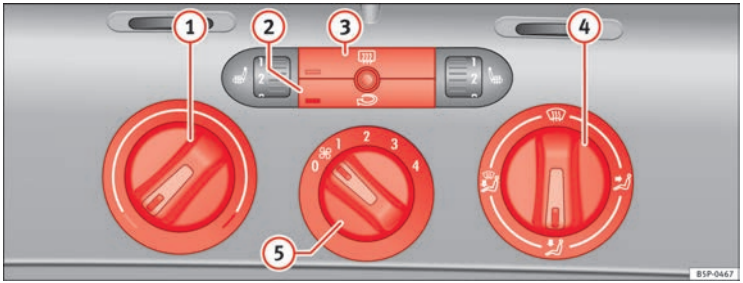

Fig. 125 Heating controls on the dash panel
– Using the controls ⇒ fig. 125 (1) and (4) and the control (5) you can set the temperature, air distribution and the blower speed.
– To switch a function on or off, press the appropriate button (2) or (3). When the function is activated, the display window in the lower left of the button is lit.